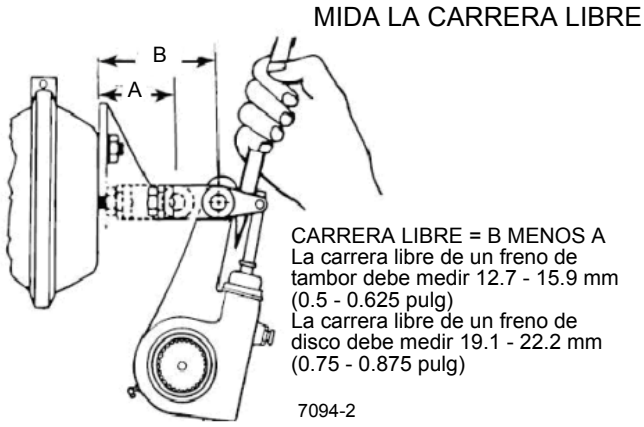

FIGURA 8-25
5. Con los frenos de servicio sueltos, mida la distancia desde el pasador de horquilla del ajustador de holgura hasta la superficie de montaje de la cámara de cada freno. Vea la Dimensión “A” (Figura 8-25).
6. Empezando con una presión de 6.21 a 6.89 bar (90 a 100 psi) en los tanques de aire de los sistemas primario y secundario, aplique los frenos de servicio completamente y manténgalos aplicados. No bombee el pedal de frenos. Mida la distancia entre los mismos puntos del paso 5 en cada freno. Ésta es la dimensión “B” (Figura 8-25).
7. Reste la dimensión “A” de la dimensión “B” en cada posición de freno (Figura 8-25). Este valor no deberá exceder de 5 cm (2 pulg) en los frenos delanteros, ni de 6.3 cm (2.5 pulg) en los traseros.